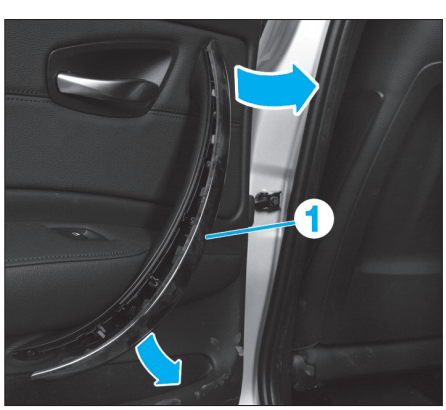

Fig. 64
• Dégrafer avec précaution l'ornement de poignée de porte (1) **(Fig.64)**.